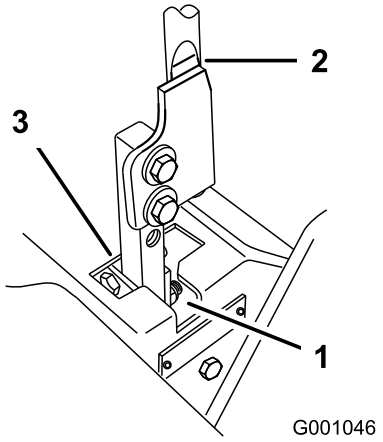

Figur 66
5. Flyt grebet til den neutrale position, men ikke låst (Figur 66).
6. Træk håndtaget tilbage, indtil gaffelbolten (på armen under drejeakslen) berører enden af åbningen (begynder netop at lægge tryk på fjederen) (Figur 66).
7. Kontroller, hvor håndtaget er i forhold til hakket i konsollen (Figur 66). Det skal være i midten, så håndtaget kan dreje udad til den neutrale låseposition.